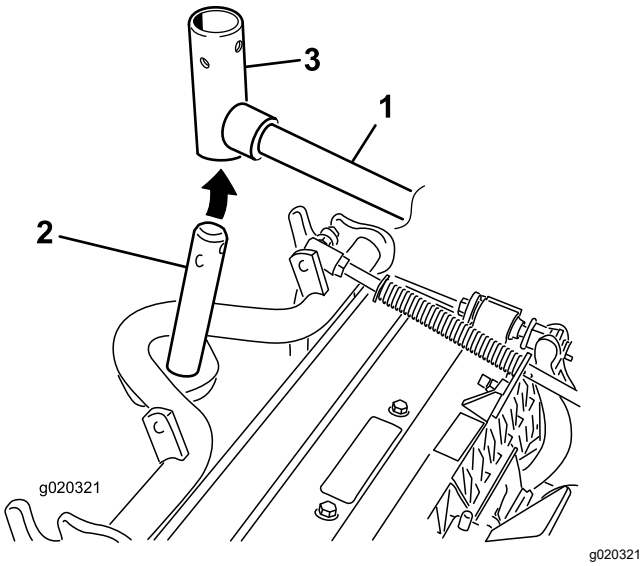

Figuur 10
10. Als u een voorste maai-eenheid monteert, moet u de maai-eenheid onder de hefarm schuiven, terwijl u de as van het draagframe in het juk van het draaipunt van de hefarm steekt (Figuur 10).
B. Plaats het juk van de hefarm op de as van het draagframe (Figuur 10).